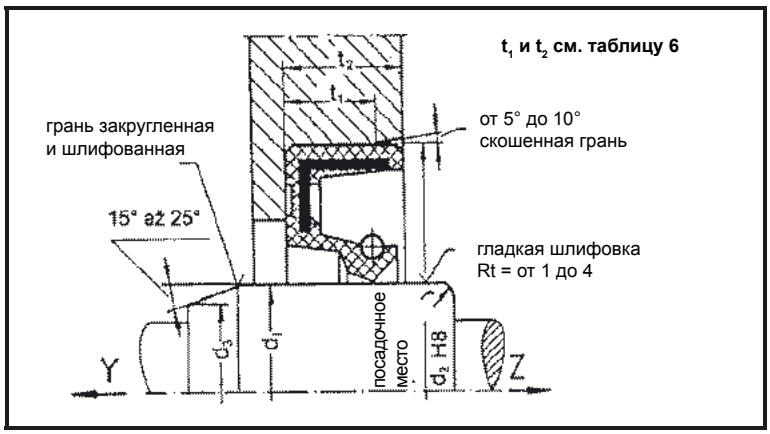

Рисунок 2
- со сторны Z (рис. 2) скруглить кромку R0.6...1 или выполнить фаску согласно таблице 4.
- со сторны Y (рис. 2) выполнить фаску согласно таблице 4.